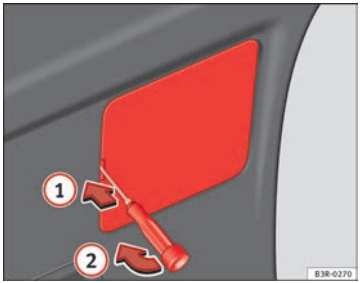

Fig. 230 Remove the cover of the tailgate trim
– Insert the screwdriver into the opening in the cover ⇒ fig. 230 (1) and detach the cover (2).